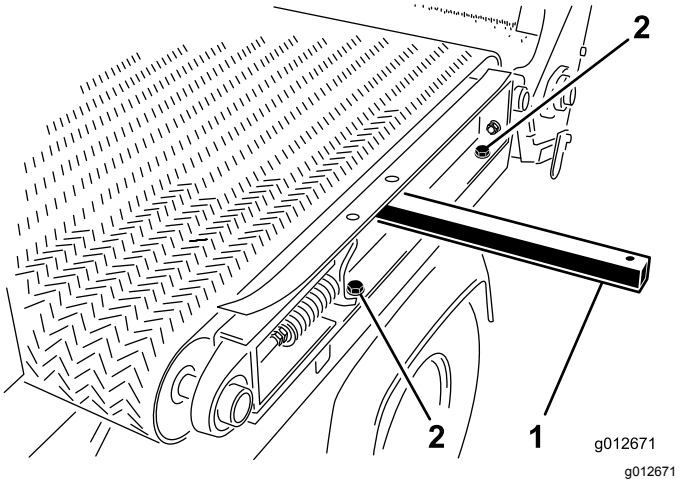

Figure 35
1. At the left side of machine, assemble the slider-frame rail to the left fender (Figure 35) with the 2 capscrews and 2 washers that you removed in Disassembling the Slider Bed (page 23), and tighten the capscrews.